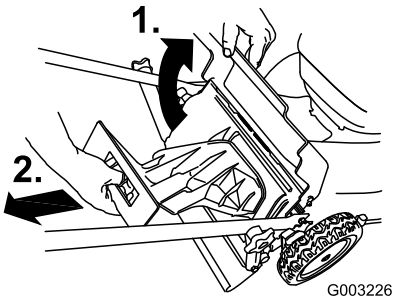

Figuur 22
1. Zet de achterklep omhoog en houd hem in deze positie (Figuur 22).
2. Verwijder de afsluiter van de achterafvoer (Figuur 22).